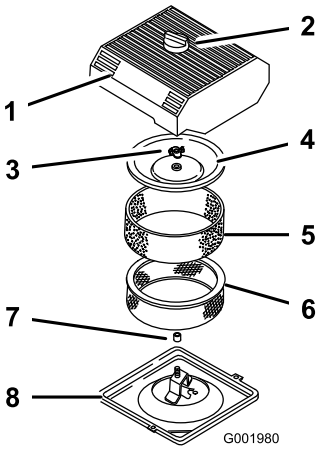

Figur 24
3. Rengjør rundt luftrenseren for å unngå at partikler kommer inn i motoren og eventuelt forårsaker skade (Figur 24).
4. Løsne knotten på luftrenserdekselet og fjern dekselet (Figur 24).
5. Skyv forsiktig skumelementet av papirelementet (Figur 24).
6. Skru opp dekselmutterne og fjern dekslet og papirelementet (Figur 24).
1. Skyv forsiktig skumelementet opp på papirelementet (Figur 24).
3. Monter dekselsmutteren med fingrene på dekselet (Figur 24).
4. Monter luftrenserdekselet og knotten (Figur 24).